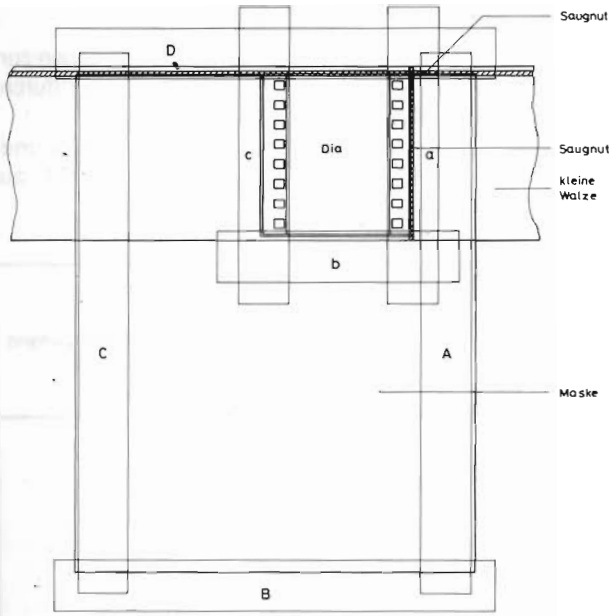

Fig. 5-8 Dia mit Maske
Das Aufspannen der Vorlage erfordert größte Sorgfalt! Es bereitet keine Schwierigkeiten, wenn man sie in eine Maske klebt und zusammen mit dieser auf der Walze befestigt (Fig. 5-8). Ein weiterer Vorteil liegt darin, daß man die entsprechenden Vorbereitungen auf dem Leuchttisch vornehmen kann. Zur Vermeidung von Dichtesprüngen und damit Fehlbelichtungen beim Schreiben muß das Material der Befestigungsmaske eine Dichte von 0.8 bis 1.0 aufweisen. Auf alle Fälle soll der Dichteunterschied zwischen Vorlage und Maske an keiner Übergangsstelle groß sein. Die Dicke des Maskenmaterials soll möglichst derjenigen der Vorlage entsprechen; es darf nur ein geringfügiger Unterschied bestehen. Entsprechende Masken befinden sich im Zubehör!
- Maske allseitig mit Klebestreifen (A, B, C, D) (Fig. 5-8) versehen.